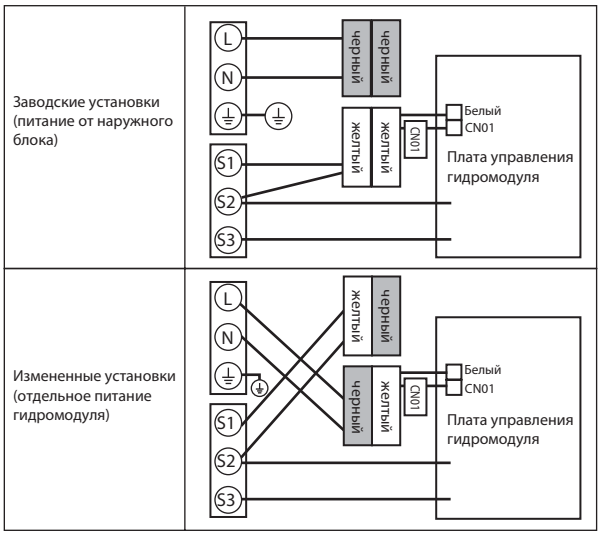

Рис. 3.1.5
- Измените подключение разъемов в блоке управления гидромодуля (смотрите. рис. 3.1.5).